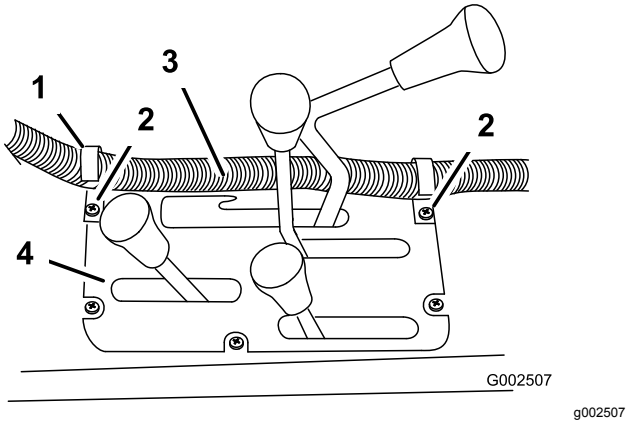

Figur 16
4. Monter to J-klemmer på midtkonsollen som vist i Figur 16, ved hjelp av de eksisterende skruene.